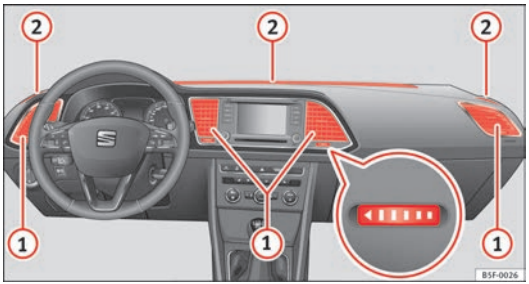

Fig. 88 No tablier: difusores de saída do ar.
Para assegurar o aquecimento, refrigeração e ventilação dentro do habitáculo, os difusores de saída do ar ⇒ Fig. 88 (1) devem permanecer abertos.